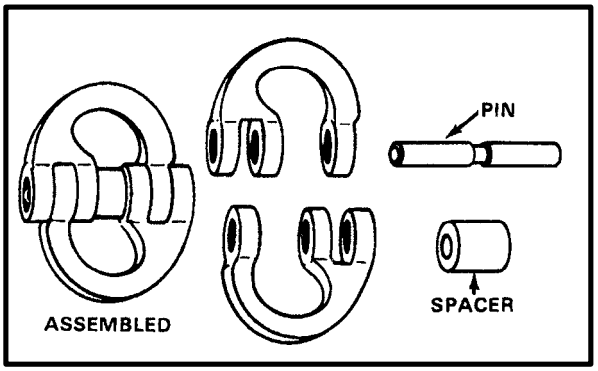

*Figure 6-16. Coupling Link*
**i. Removing and Reinstalling Coupling Links.** Removing and reinstalling the coupling link is a simple operation. Use a hammer and a small pin punch to remove the securing pin from the coupling link or hammer lock. A spring inside the spacer secures the pin. Drive out the pin. Reassemble the coupling link in reverse order of disassembly. Replace the coupling link if the spring does not secure the pin inside the spacer. Figure 6-16 shows the coupling link that is used to attach the chain leg to the grabhook.